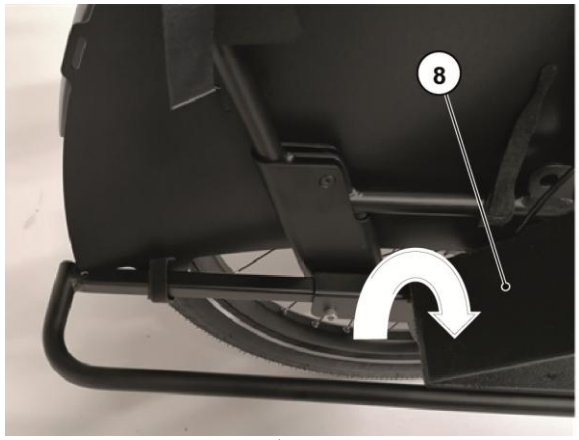

Fig. 3
3. Close the follow-me (8); see Fig. 3.